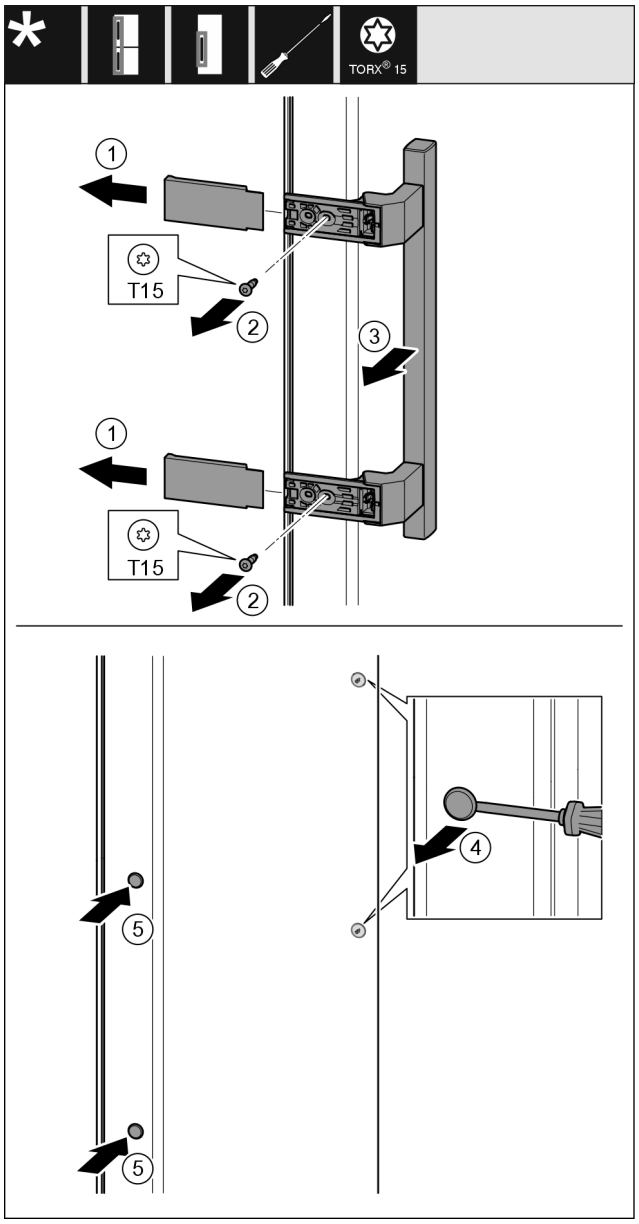

*Fig. 10*
- ▶ Pull off the cover. *Fig. 10 (1)*
- ▶ Unscrew the screws with a Torx 15 screwdriver. *Fig. 10 (2)*
- ▶ Take off the handle. *Fig. 10 (3)*
- ▶ Carefully lift the side plug with a slotted screwdriver and pull it out. *Fig. 10 (4)*
- ▶ Replace the plug on the other side. *Fig. 10 (5)*